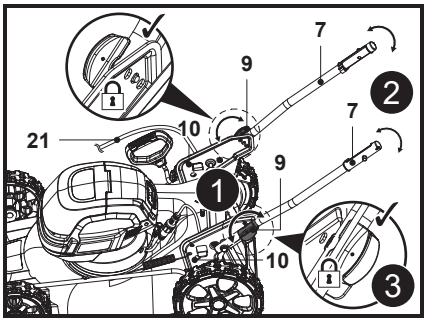

Fig. 2
3. Align the mounting holes of the lower handle bar (7) with the handle bracket (10) and turn the handle lock (9) 90° back (Fig. 2, step 1).
4. Swing the lower handle bar (7) until the auto-tension pin (9a) passes through one of the mounting holes of the handle bracket (10) (Fig. 2, steps 2, 3).
5. Repeat the above assembly on the other lower handle bar (7).